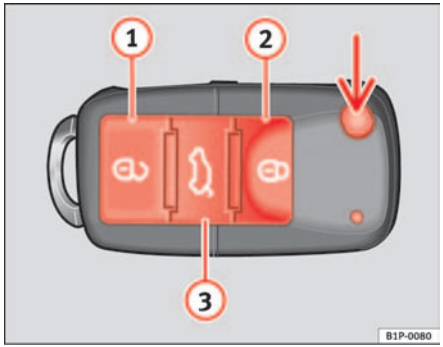

Fig. 64 Assignment of buttons on the remote control key
Using the button ⇒ fig. 64 (arrow) on the control, the key shaft is released.
Unlocking the vehicle ⇒ fig. 64 (1) .
Locking the vehicle ⇒ fig. 64 (2)
Unlocking the tailgate. Press the button ⇒ fig. 64 (3) until all indicators on the vehicle briefly flash. When the unlocking button (3) is pressed, 2 minutes remain for opening the door. Once this time has passed, it will lock once more.
Also, the battery indicator on the key ⇒ fig. 64, will flash.
When the button ⇒ fig. 64 (1) is used the driver's door is unlocked, all others remain locked.
Press the button ⇒ fig. 64 (1) twice to unlock all doors. ▶
– Lock the vehicle using the driver side door lock with the remote control key ⇒ page 100, fig. 64.